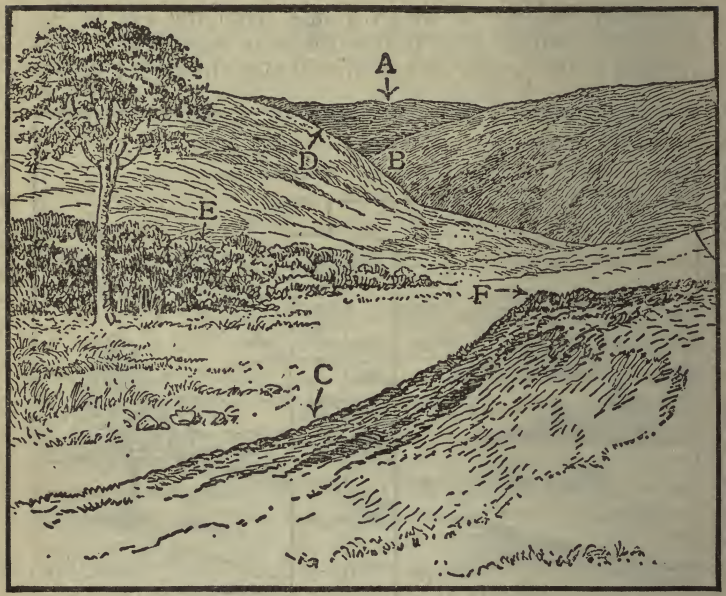

FIG. 35.—Study and Description of Ground.
(1) **Study and Description of Ground.** (See Fig. 35.)